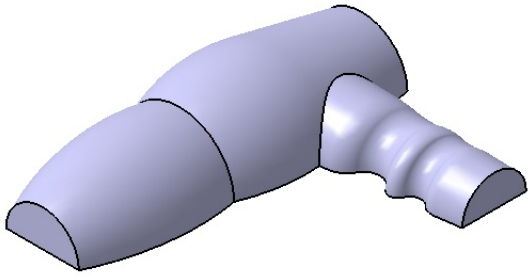

Figure 11-101 *Resulting solid body*
e. Invoke the **Part Design** workbench and solidify the surface body using the **Close Surface** tool, refer to Figure 11-101.
5. Hide the joined surface; the solid body is displayed in the geometry area, as shown in Figure 11-101.